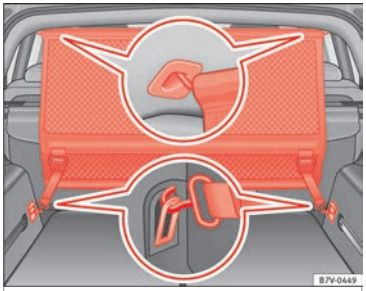

Fig. 92 In the luggage compartment: install the net partition behind the second row of seats.
- Hook in the net partition on the left-hand side roof support ››› Fig. 92. To do this, guide the rod from up to down.
- Secure the net partition hooks into the straps in the front of the boot ››› Fig. 92 then tighten the belts.
- Hook in the net partition on the front left-hand side roof support ››› Fig. 92. To do this, guide the rod from up to down.
- Release the net partition hooks from the rings ››› Fig. 92.
- Unhook the net partition on the right-hand side roof support ››› Fig. 92 by pressing on the rod.